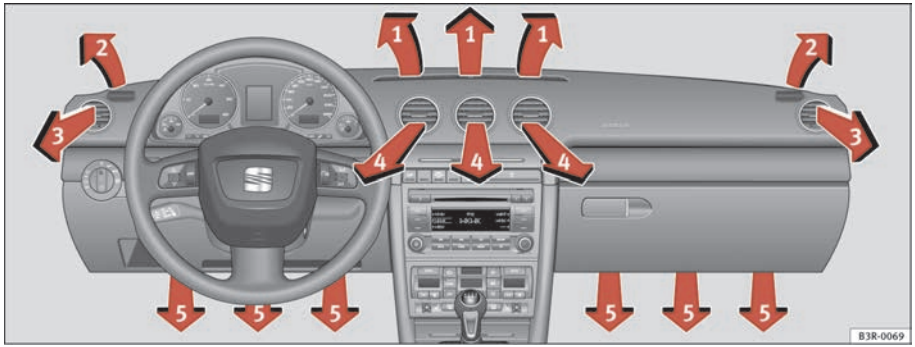

Fig. 143 Instrument panel: Location of air outlets
The air outlets ⇒ fig. 143 (3) and (4) can be operated as follows:
Each of the three buttons has a specific function. The numbers relate to the air outlets ⇒ page 167, fig. 143.
After the ignition is switched off, the blower is supplied with electrical power from the solar roof. Please ensure that outlets 3 and 4 are open ⇒ page 167, fig. 143 to ensure the best possible ventilation.